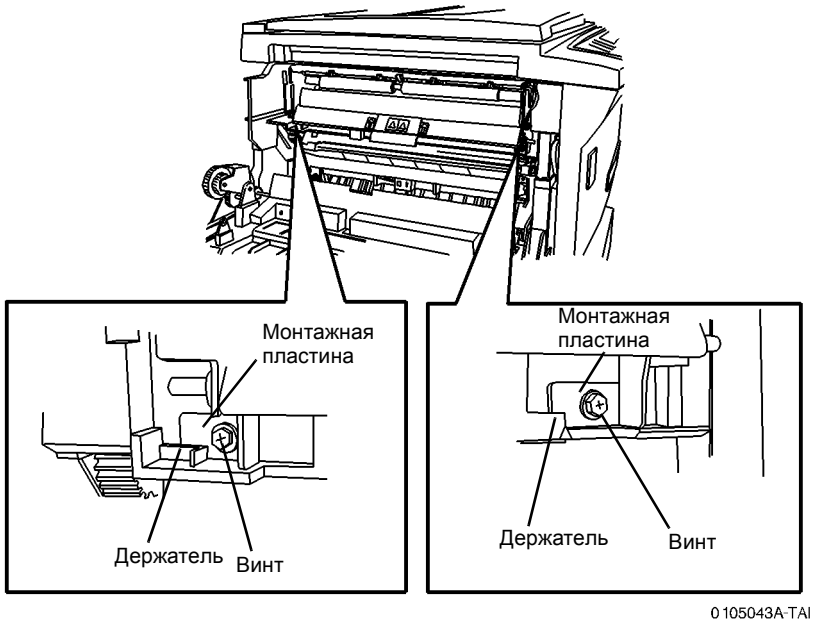

Рисунок 3 Закрепление модуля фьюзера
2. Закрепите модуль фьюзера (Рисунок 3).
b. Заверните винты (2).